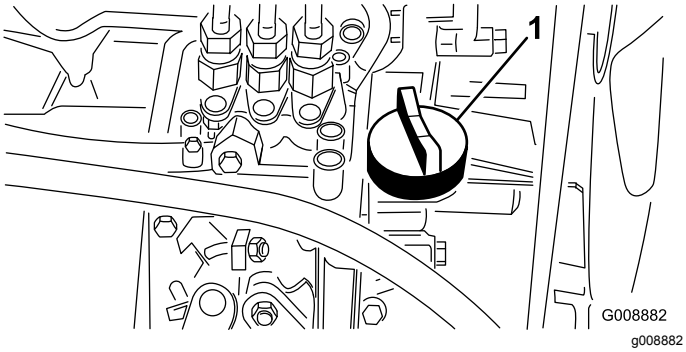

Figur 37
4. Hvis oljenivået er lavt, må du ta av oljelokket (Figur 37) og gradvis helle på små mengder olje,